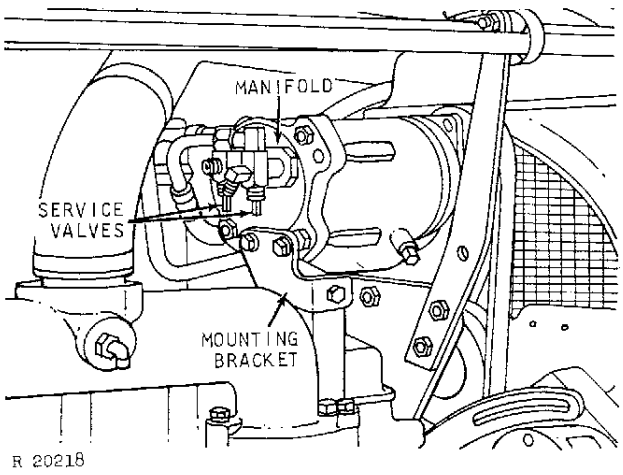

Fig. 10–Compressor Mounting
1. Slowly loosen the screw that connects the compressor manifold to the compressor (Fig. 10).